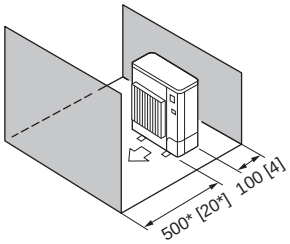

Fig. 2-10
5. Obstacles uniquement à l'avant et à l'arrière (Fig. 2-10)